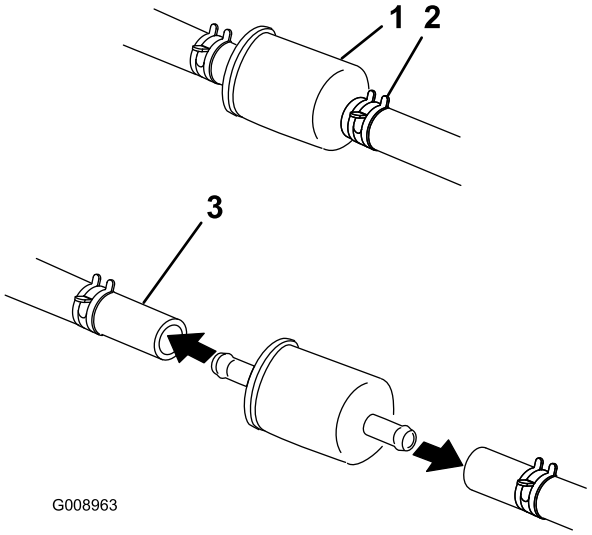

Figur 58
5. Luk brændstofafbryderventilen under sædet (Figur 58).
6. Klem slangeklemmernes ender sammen, og skub dem væk fra filteret (Figur 58).
8. Monter et nyt filter, og flyt slangeklemmerne hen til filteret (Figur 58).